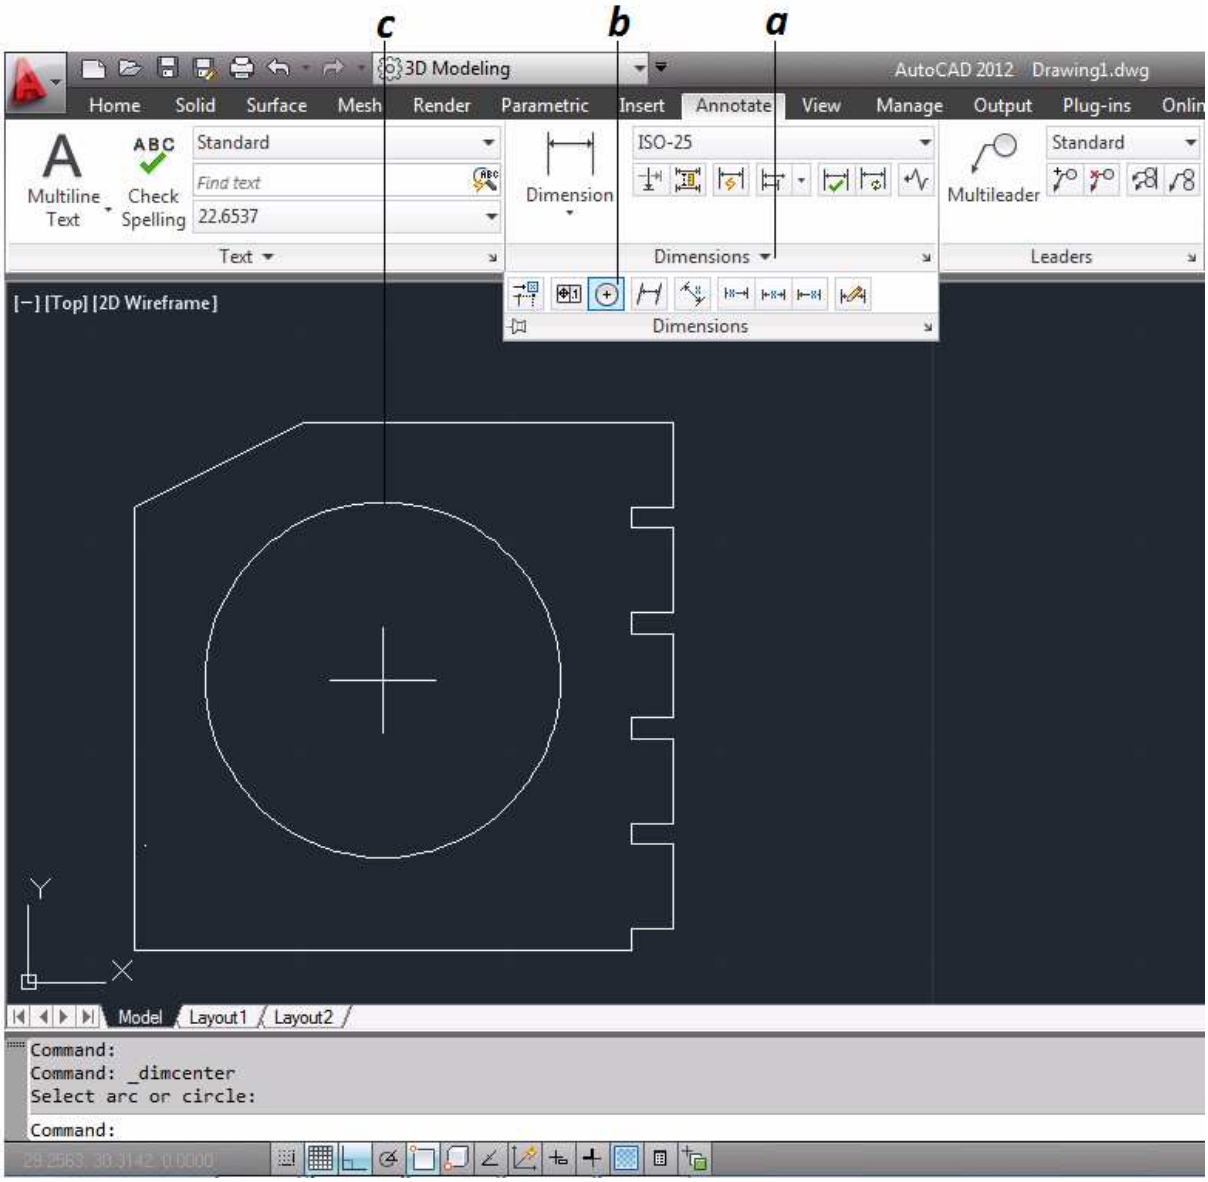

Figura 3.75 Acotado "Marca de Centro"
- **a.** Se da clic sobre la flecha Dimensiones [Dimensions] para desplegar las opciones *(figura 3.75).*
- **b.** Se selecciona la opción marca de centro *(figura 3.75).*
- **c.** Se selecciona el círculo o arco para poner la marca *(figura 3.75).*